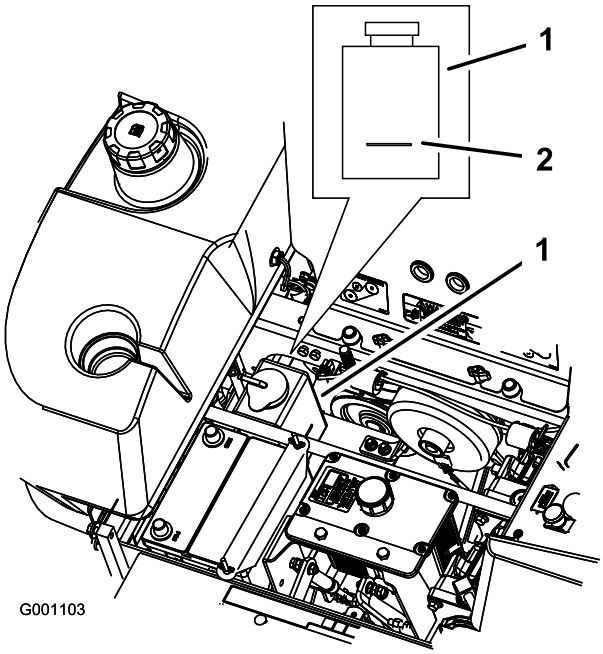

Figuur 60
3. Als de motor is afgekoeld, controleert u het peil van de overloopfles. De vloeistof moet tot aan de verdikking op de buitenkant van de overloopfles staan (Figuur 60).
4. Als het peil van de koelvloeistof te laag is, moet u de overloopfles bijvullen met een mengsel dat half uit antivries/Dex-Cool® en half uit water bestaat (Figuur 60).
5. Vul de fles met dit mengsel tot aan de streep op de fles (Figuur 60).